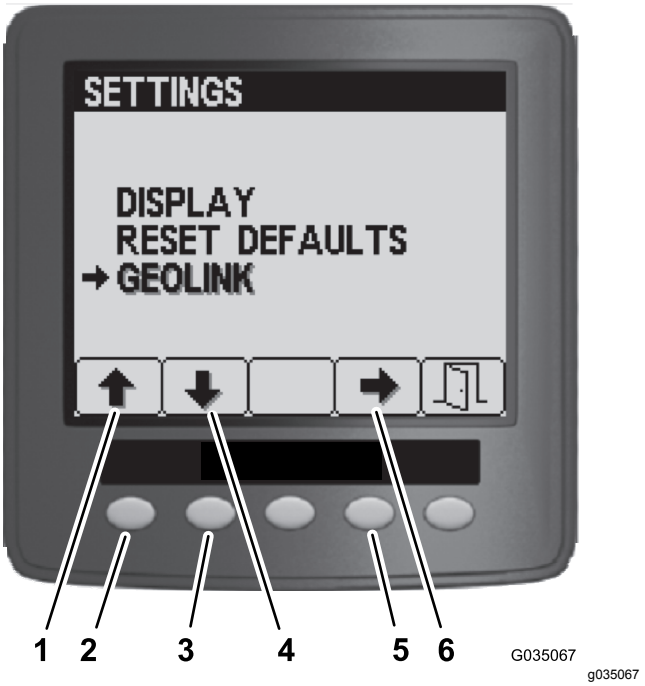

Figur 101
4. I Innstillinger-menyen trykker du på knapp 1 eller 2 til GeoLink er uthevet, og trykker på knapp 4 for å navigere til GeoLink-menyen (Figur 101).